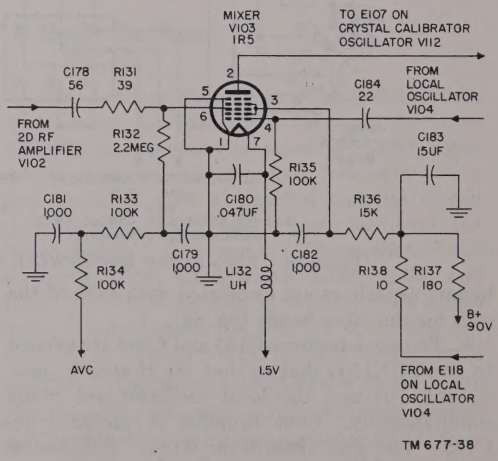

Figure 38. Radio Receiver R-395/PRD-1, functional diagram of mixer.
c. The output of V104 is coupled to the first control grid (pin 4) of the mixer (V103) through capacitor C184 (fig. 38). On bands 1, 3, 4, 5, 6, and 7, the frequency output of the local oscillator is 455 kc higher than that of the rf signal. On band 2, the frequency output of the local oscillator is 1,610 kc higher than that of the rf signal.
(fig. 38)